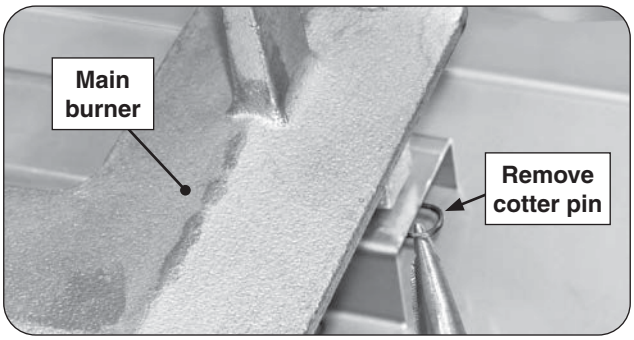

Fig. 36-2 Remove cotter pin
2. Locate and remove the cotter pin from the left or right rear burner anchoring peg by pulling it straight out of the cotter pin hole using fingers or needle-nose pliers. See Fig. 36-2.